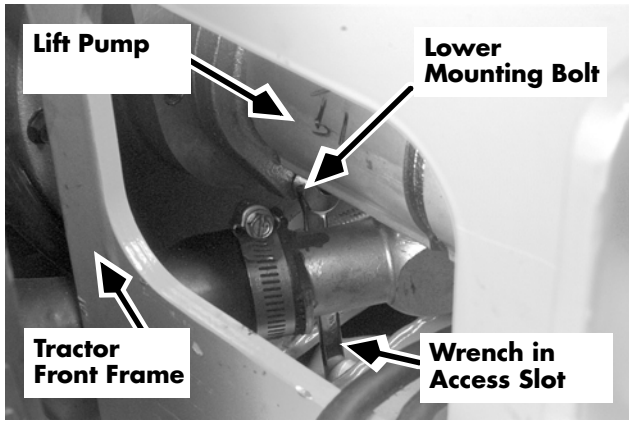

Figure 7-175: Lift Pump, Accessing Lower Mounting Bolt
6. Working from the battery compartment through the access slot, loosen the lower lift pump mounting bolt. See Figure 7-175 on page 7-199.